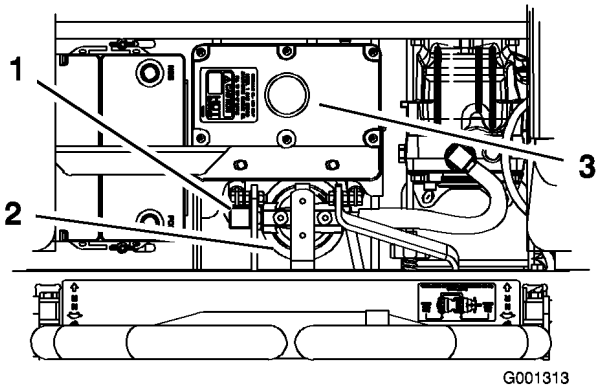

Figur 68
4. Fjern den højre hydraulikslang, der går ind i adapteren (Figur 68).
6. Monter højre hydraulikslange på adapteren (Figur 68).